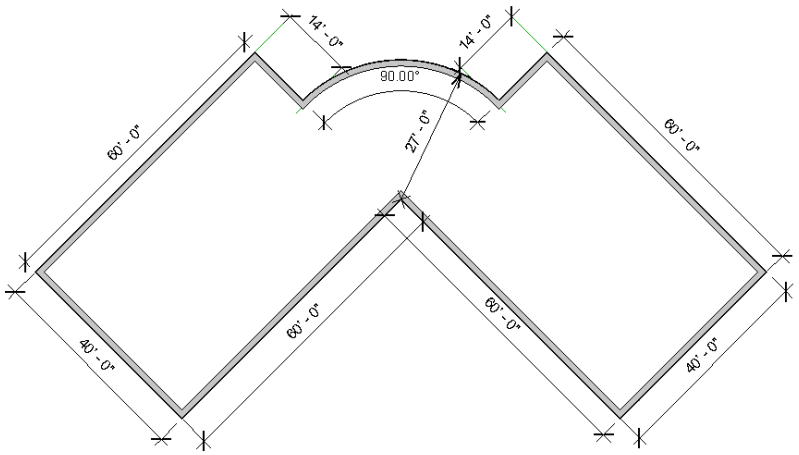

Figure 3-41 *Sketch plan for the Club project*
Create the exterior walls of the club building and it's sketch plan is shown in Figure 3-41. The dimensions have been given only for reference and are not to be used in this tutorial. The parameters to be used for creating the exterior walls of the club building are given next.
e. Change the **Location Line** parameter to **Finish Face: Exterior**, refer to Figure 3-41.